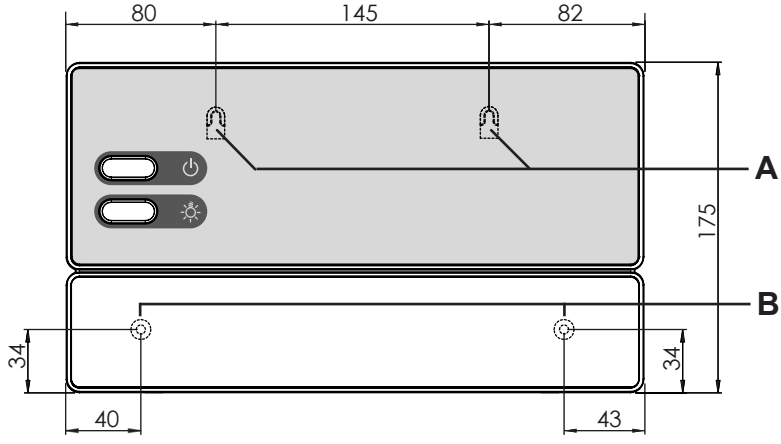

Fig. 2 Posizione del dispositivo di sospensione e dei fori di montaggio (misure in mm)
1. Avvitare due viti con intaglio a croce (16 mm) sulla parete della sauna a un'altezza di ca. 1,70 m e lasciandole fuoriuscire per una distanza max di 7 mm. Entrambe le viti devono essere posizionate a una distanza di 145 mm l'una dall'altra (vedi **Fig. 2**).
3. Con l'ausilio del dispositivo di sospensione **A**, agganciare il comando della sauna alle viti con intaglio a croce montate (vedi **Fig. 2**).
4. Avvitare due viti con intaglio a croce (16 mm) nei fori di fissaggio inferiori **B** (vedi **Fig. 2**).